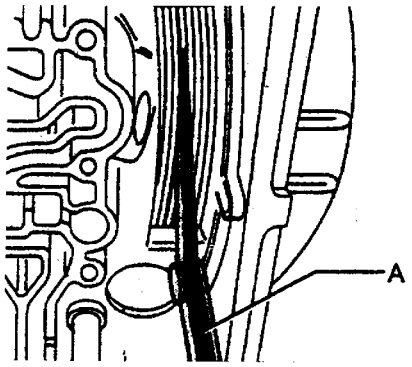

图 3－75
(5) 检测 B1：将调整垫片装配至自由轮为止，并且用卡环固定。如图 3－75 所示，用厚薄规 A 测量摩擦片之间的间隙，最小间隙为 1.25mm，最大间隙为 1.55mm。